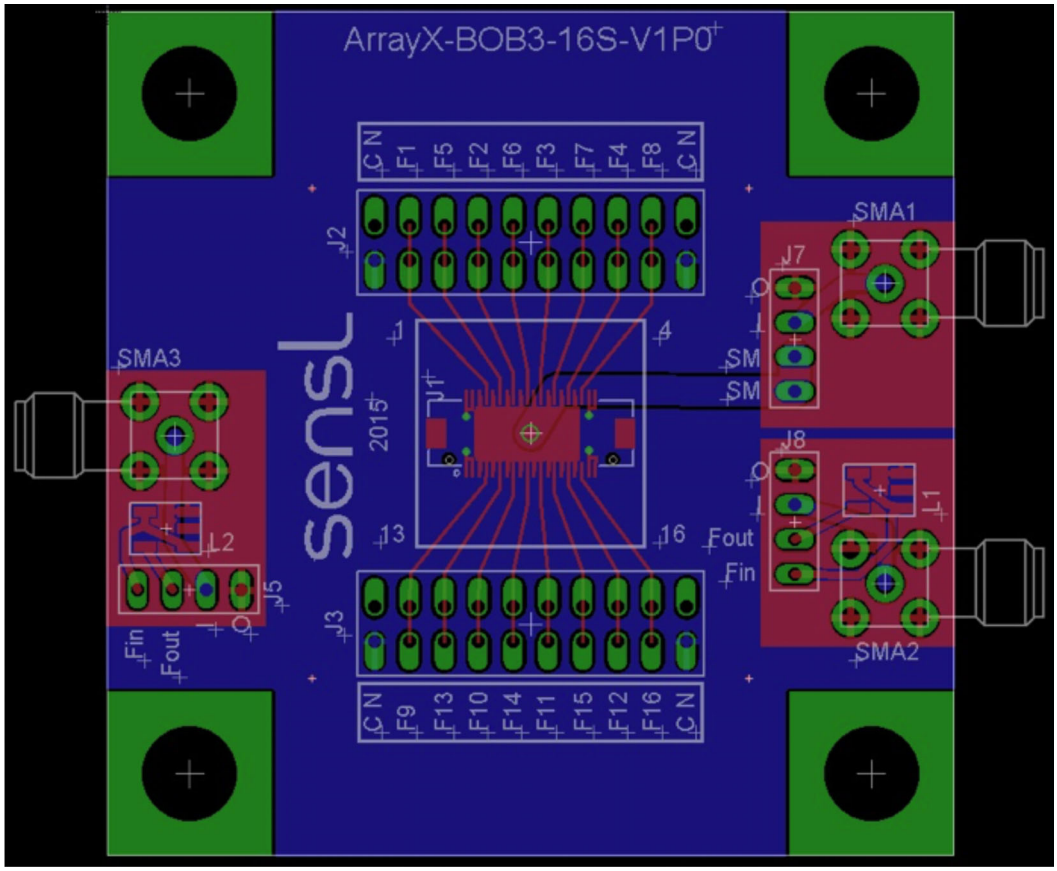

Figure 8. Layout of the ARRAYX−BOB3−16S. The board dimensions are 62 mm x 62 mm
The ARRAYX−BOB3−16S is an evaluation board allowing easy access to the sum of all of standard pixel signals of a **onsemi** ARRAYC−30035−16P, 3 mm 4 x 4 SiPM array, in addition to all of the individual fast output signals. The Summed Breakout Board has a centrally located Hirose 40−way connector DF17(2.0)−40DS−0.5V(57). This connector mates with the Hirose DF17(2.0)− 40DP−0.5V(57) board−to−board connector on the ARRAYC−30035−16P. See Figure 7 in the previous section for information on orientating the array on the BOB. A schematic of the board is shown in Figure 8 below.